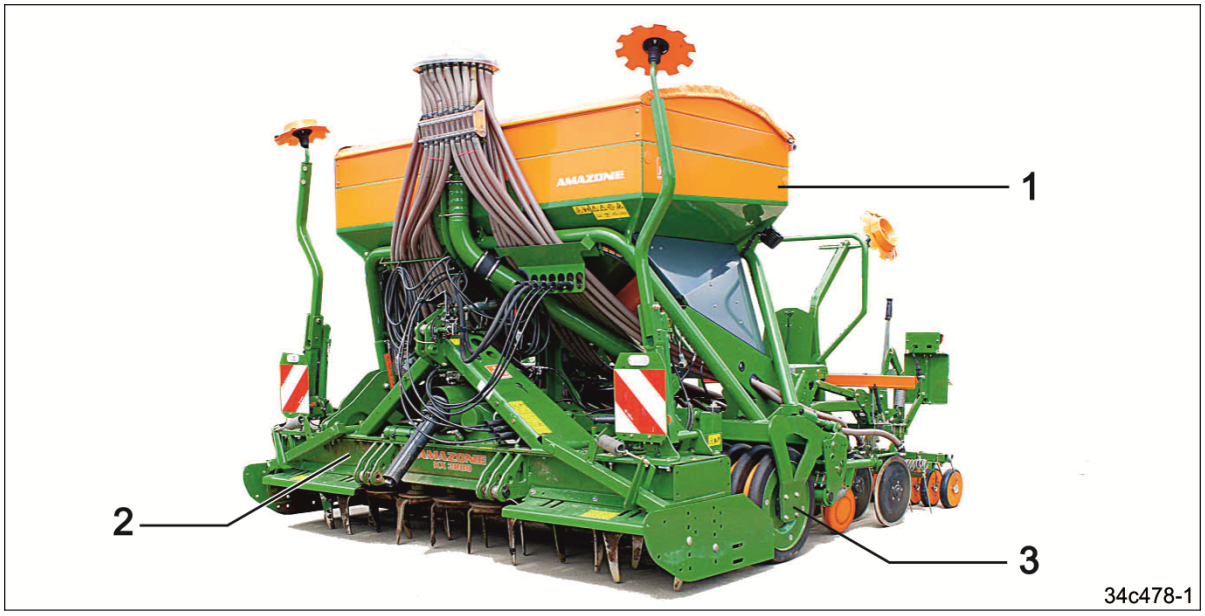

Fig. 25
Die pneumatische Aufbausämaschine AD-P Super (Fig. 25/1) wird eingesetzt als Teil einer Säkombination mit Bodenbearbeitungsmaschine
- AMAZONE-Kreiselgrubber (Fig. 25/2) oder
- AMAZONE-Keilringwalze KW (Fig. 25/3)